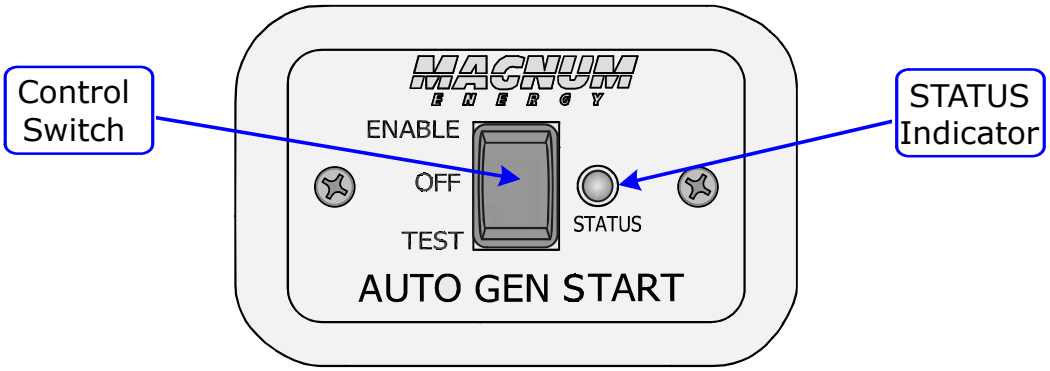

Figure 4-2, Remote Switch Controls and Indicators
b) Set the remote switch to the *TEST* position (Figure 4-2).
The AGS remote switch (see Figure 4-2) provides information and enables you to operate the controller. The remote switch receives its power from the controller through the communications cable, and comes on automatically when power is applied to the AGS controller.